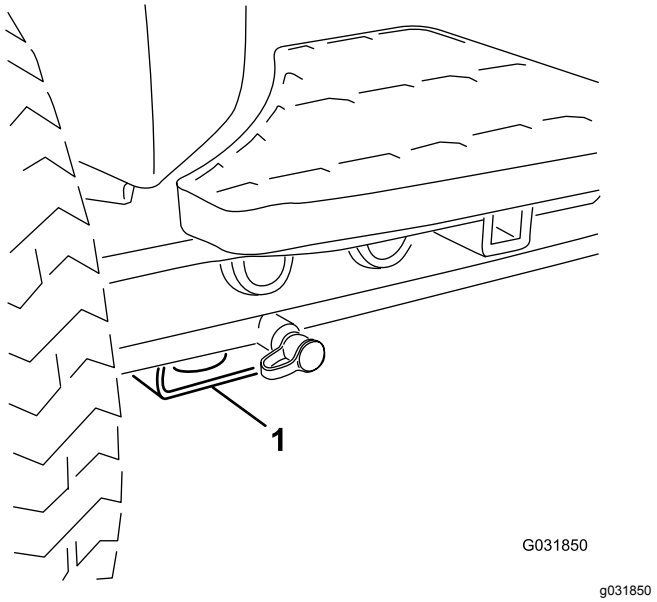

Figur 56
- Foran – rektangulær plate under akselrøret, innenfor hver av de fremre festepunktene (Figur 56).